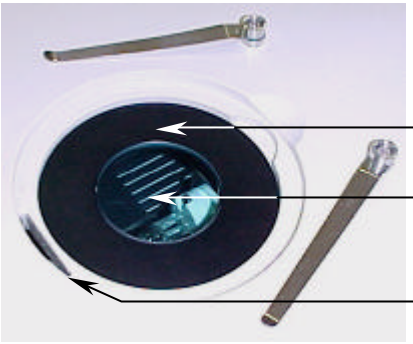

Fig. 2
a. Remove stage (10) by pressing towards the tiny springs in the rim of the base (Fig. 2) and then upwards so the stage is released.
b. If using glass stage, firstly place the metallic filter holder (Fig. 2) and place blue filter in center.
a. Do not remove the eyepiece (1) from the eyepiece tube (3).
a. Remove the stage (10), and also the metallic stage with the blue filter (Fig.2).
a. Firstly holding the illuminator with care, completely unscrew, and remove both adjustment knobs for incident light angle (8),
b. Unscrew the illuminator lens tube (7), turning it anti-clockwise.